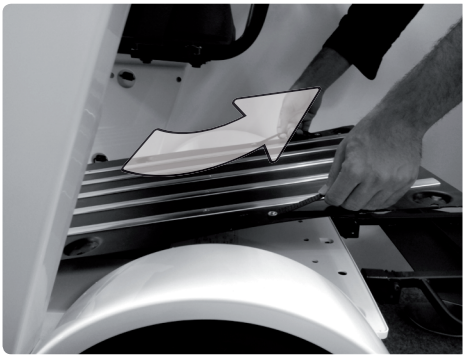

Abb. 2
1.2. Dann entfernen Sie diese Bodenplatte mit Hilfe der beiden Handgriffe an ihrem Ende (Abb. 2).